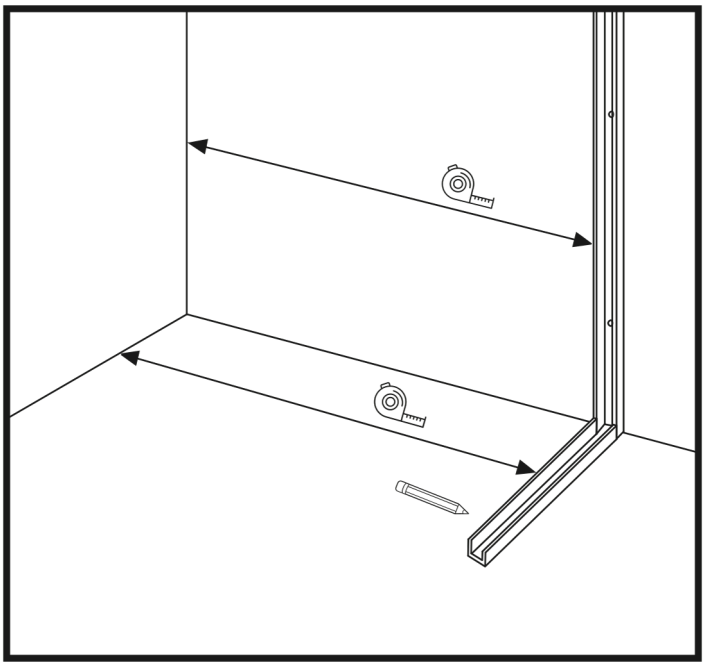

Abbildung 1
2. Wählen Sie den Abstand der U-Leiste von der gegenüberliegenden Wand nach Ihren Wünschen, basierend auf der für Ihre Duschtür vorgesehenen Position. Messen Sie den erforderlichen Abstand von der Ecke der Wand und markieren Sie ihn. (Abbildung 1)